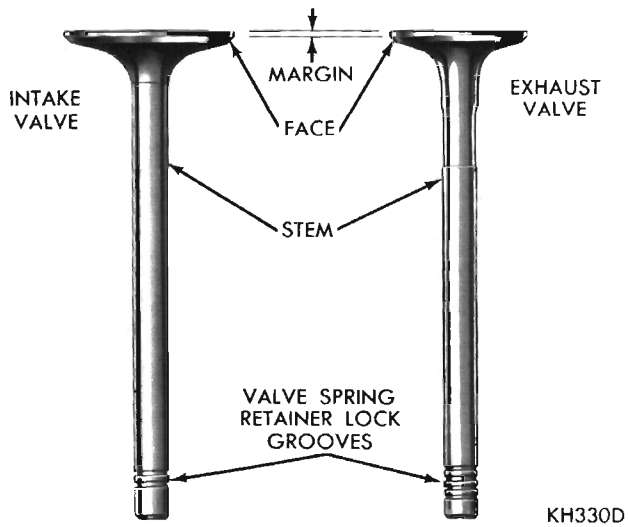

Fig. 16—Intake and Exhaust Valves
(2) Inspect the remaining margin after the valves are refaced (Fig. 16). Valves with less than 3/64 inch margin should be discarded.
(3) When refacing valve seats, it is important that the correct size valve guide pilot be used for reseating